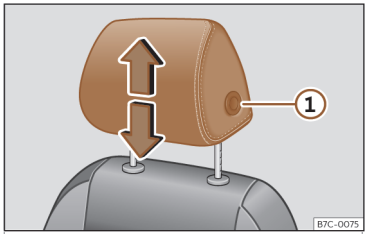
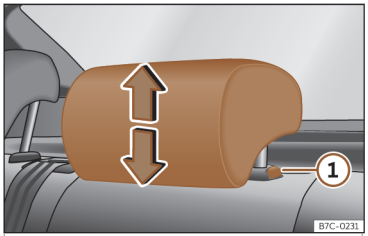

Fig. 98 Asiento delantero: regulación del apoyacabezas.
Fig. 99 Apoyacabezas trasero: regulación del apoyacabezas.
• Agarre el apoyacabezas con ambas manos por los lados y empuje hacia arriba hasta encajarlo en la posición deseada. Para bajarlo, haga la misma acción, pulsando el botón lateral (1) ››› **fig. 98** ››› **fig. 99**.
• Presione el botón lateral ››› **fig. 98** (1) y extraiga el apoyacabezas.